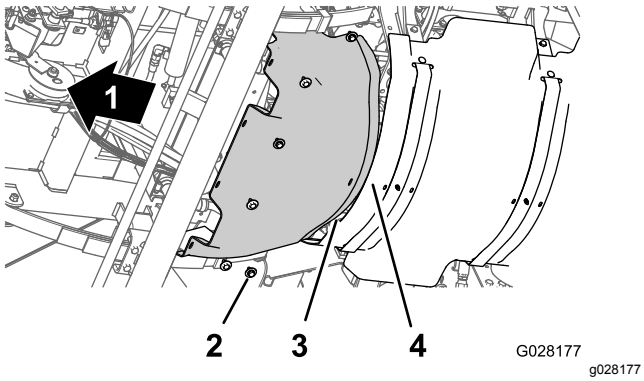

Figur 60
1. Rikta in den främre värmeskölden bakre fläns över den bakre värmeskölden främre fläns (Figur 60).
2. Rikta in hålen i den främre värmeskölden med de gängade hålen i chassit (Figur 60).
3. Fäst den främre värmeskölden på maskinen med de sex sexkantsskruvarna och sex brickorna (Figur 60) som du tog bort i steg 3 av Ta bort den främre värmeskölden (sida 50).